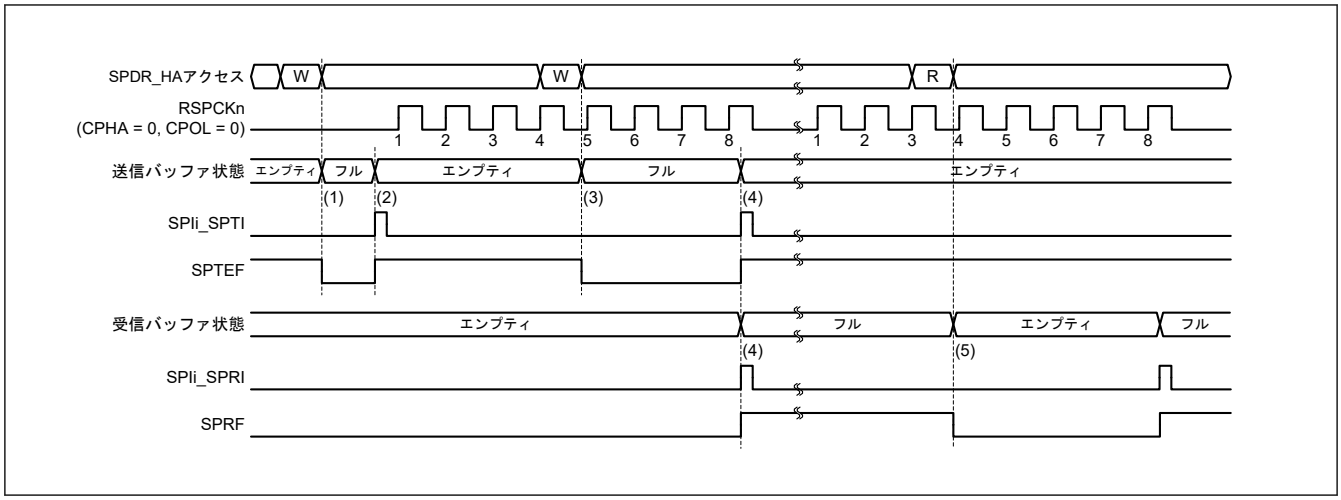
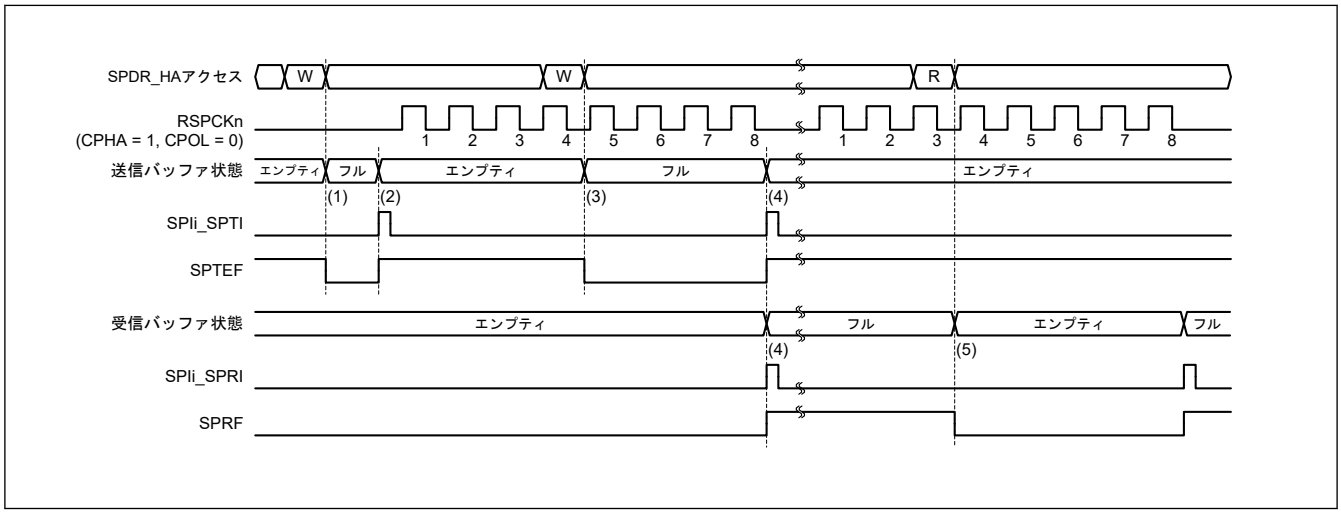

**図 29.29　SPIi_SPTI、SPIi_SPRI 割り込みの動作例（CPHA = 0、CPOL = 0）**
**図 29.30　SPIi_SPTI、SPIi_SPRI 割り込みの動作例（CPHA = 1、CPOL = 0）**
図 29.29 および図 29.30 に、送信バッファエンプティ割り込み (SPIi_SPTI) と受信バッファフル割り込み (SPIi_SPRI) の動作例を示します。図 38.26 および図 38.27 に記載した SPDR レジスタアクセスは、SPDR_HA レジスタへのアクセス状況を示しています。W は書き込みサイクル、R は読み出しサイクルを示しています。図 29.29 では、SPCR.TXMD ビットが 0、SPDCR.SPFC[1:0]ビットが 00b、SPCMDm.CPHA ビットが 0、SPCMDm.CPOL ビットが 0 の設定で、SPI が 8 ビットのシリアル転送を実行しています。図 29.30 では、SPCR.TXMD ビットが 0、SPDCR.SPFC[1:0]ビットが 00b、SPCMDm.CPHA ビットが 1、SPCMDm.CPOL ビットが 0 の設定で、SPI が 8 ビットのシリアル転送を実行しています。RSPCKn 波形の下に記載した数字は、RSPCK サイクル数（= 転送ビット数）を示しています。
以下に、図 29.29 および図 29.30 の (1)～(5) での SPI の動作内容を説明します。